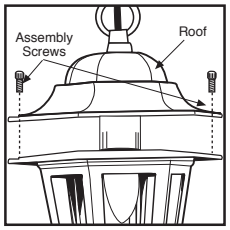

Figure 1
a. For two screw assembly roofs, remove assembly screws or screw caps on roof (or underneath roof) and insert bulb(s). Reattach roof (see figure 1).